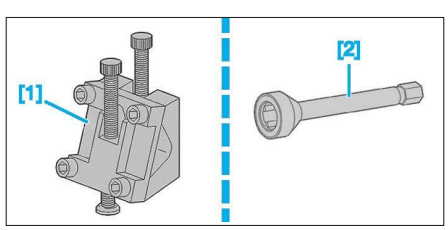

Fig. 10
- [1] Dispositif antirotation crémaillère (réf. 0721-B) **(Fig.10)**.